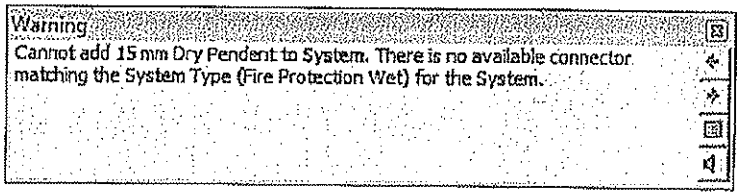

Figure 9-52
7. Click on one of the classroom sprinklers. A warning displays as shown in Figure 9-52. You cannot add this sprinkler to the Wet System because it belongs in a Dry System.